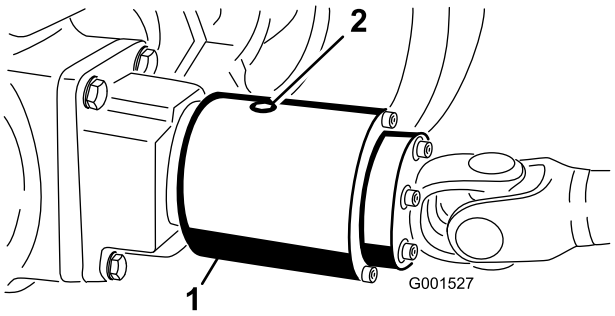

Figuur 29
2. Draai de koppeling (Figuur 29) zodanig dat de controleplug op 4 uur staat.